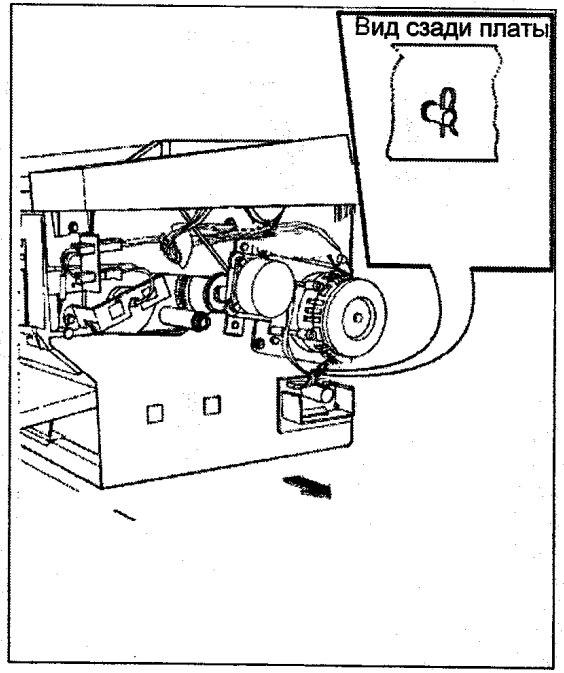

Рис. 6 Правильная установка стопорного зажима
3. (РИС. 6): ВО ИЗБЕЖАНИЕ ЗАКОРАЧИВАНИЯ ПЛАТЫ УПРАВЛЕНИЯ СТОПОРНЫМ ЗАЖИМОМ УБЕДИТЕСЬ, ЧТО ЗАЖИМ УСТАНОВЛЕН, КАК ПОКАЗАНО.